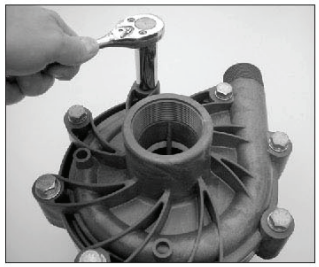

Figure 13
3. Place pump on bench with housing facing up. Remove (8) 10 mm housing bolts, lock washers and flat washers (items 12, 13, 14). See figure 13.